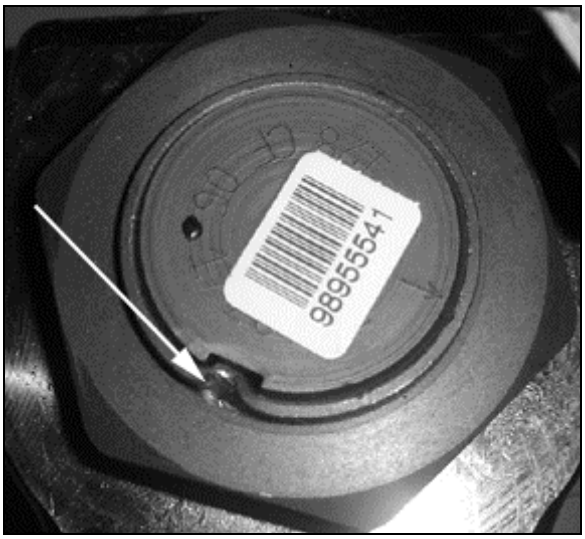

FIGURE 20: FIXING NUT PUNCH MARK 16098
3. Lock nut with sector shaft using a punch mark into the groove (Refer to Figure 20).